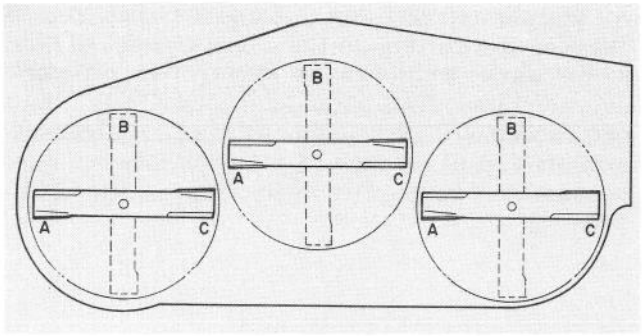
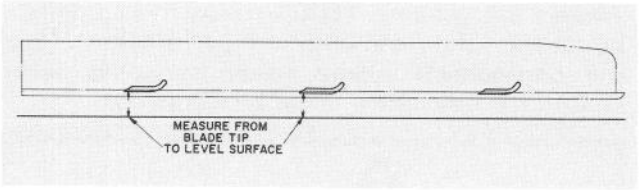

Figure 22
Figure 23
4. Position all three blades in the "A" position (Fig. 22) and measure from level surface to the bottom of the tip end of each blade (Fig. 23).
5. Note measurement attained at "A", rotate blades to "B" position (Fig. 22), measure distance of all blades to level surface and note dimensions (Fig. 23).
6. Rotate blades to "C" position, measure and note distance measured (Fig. 22 & 23).